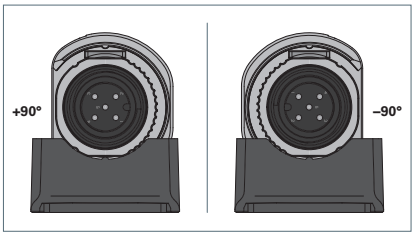

Fig. 7: Orientare l'apparecchio a -90° o +90°.
▶ Ruotare l'apparecchio a un angolo di -90° o +90°, vedi Fig. 7.